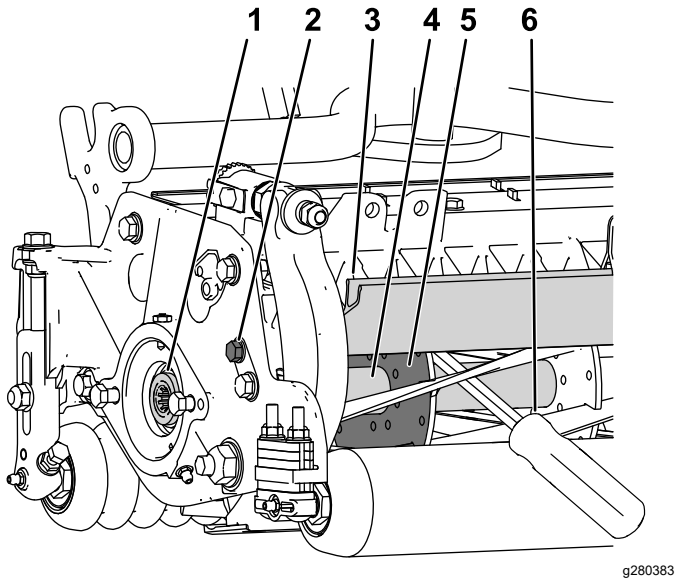

Bild 28
1. Lösen Sie die Schraube des Schutzblechs auf der linken Seite des Mähwerks und heben Sie das Heckschutzblech an (Bild 28).
2. Stecken Sie ein langes Hebeleisen (empfohlen 10 mm x 300 mm mit Schraubendrehergriff) durch die Rückseite der Spindel, nahe an der Seite der Schneideinheit, die Sie anziehen werden (Bild 28).
3. Setzen Sie das Hebeleisen gegen die Schweißseite der Spindelhalterung (Bild 28).